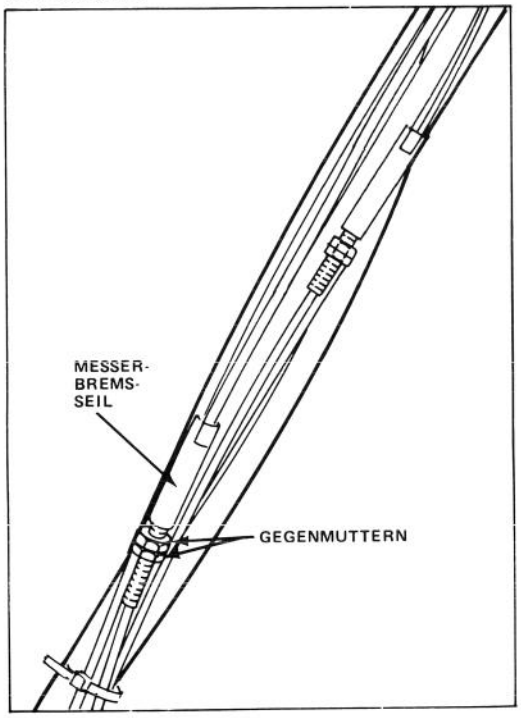

Bild 27
5. Dazu die untere Gegenmutter am Messerbremsseil lösen (Bild 27) und die obere Gegenmutter justieren, bis die Federlänge so genau wie möglich 2,5 cm, auf keinen Fall jedoch weniger als 2,5 cm, beträgt (siehe Hinweis unten).